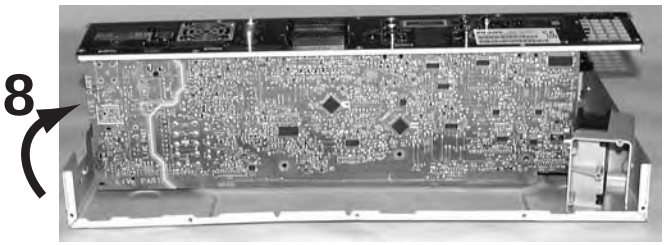

Figure 4-17
- Turn the PCB in the service position (8), see figure 4-17